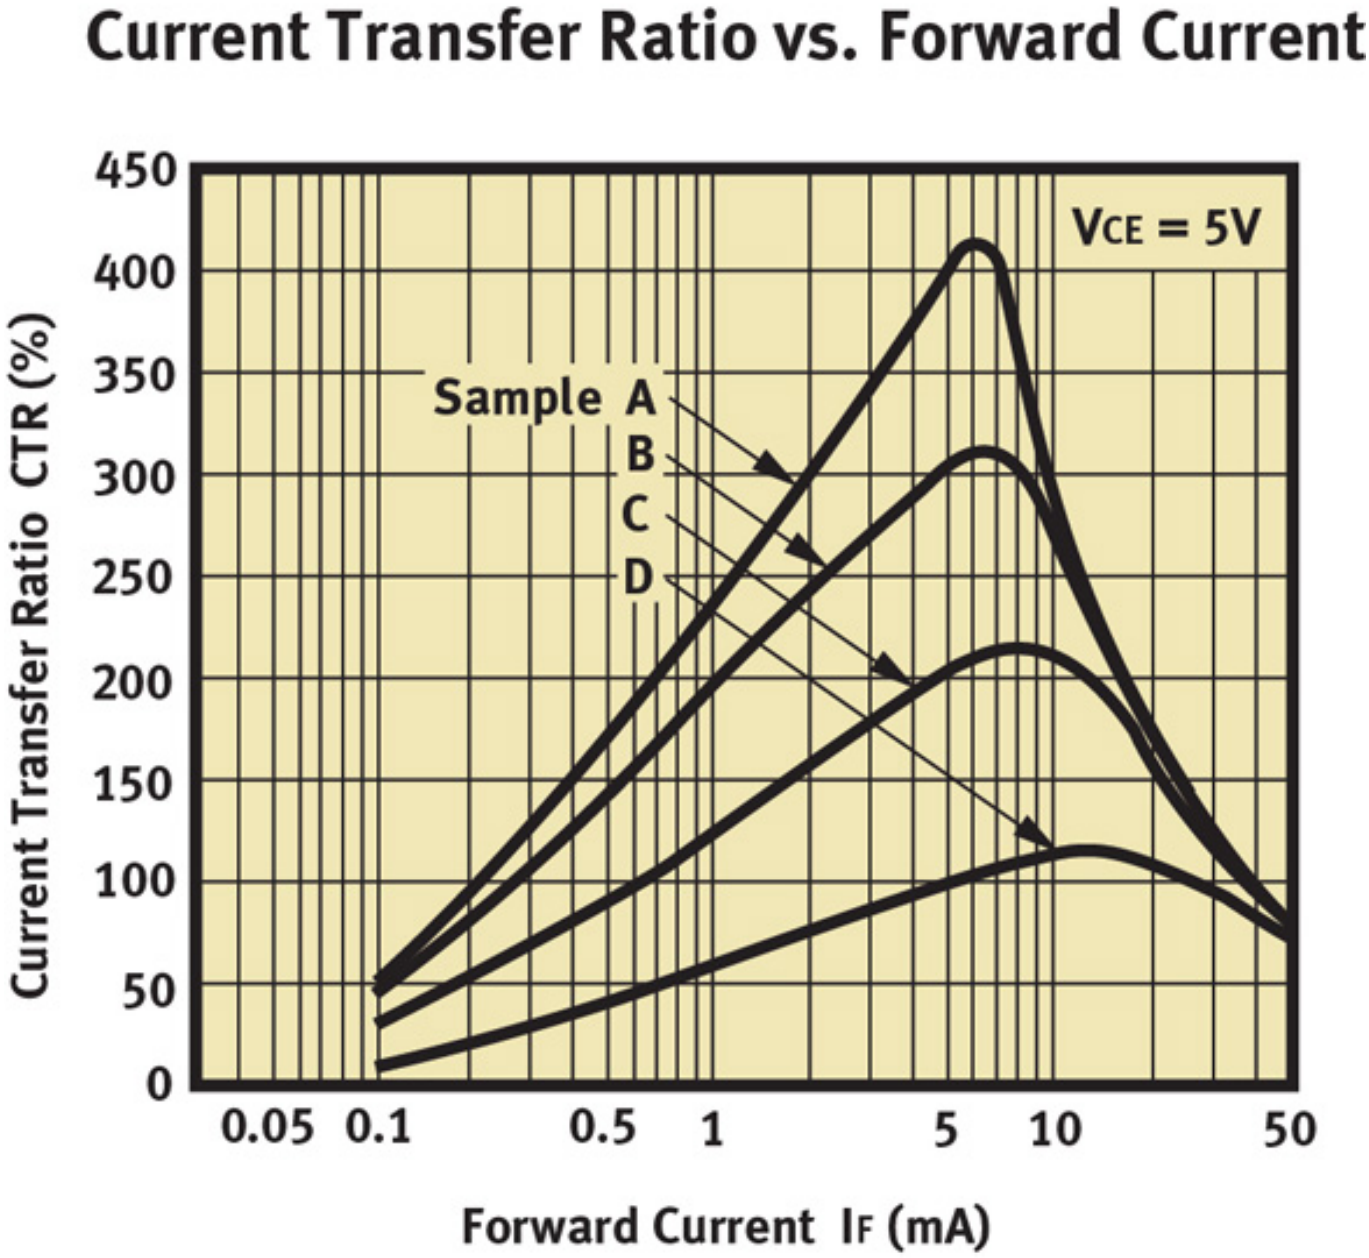

Fig 1: CTR vs. Forward Current
Figure 1 is the CTR versus forward, current (IF) graph for a PS2501-1-A supplied by Renesas Electronics.